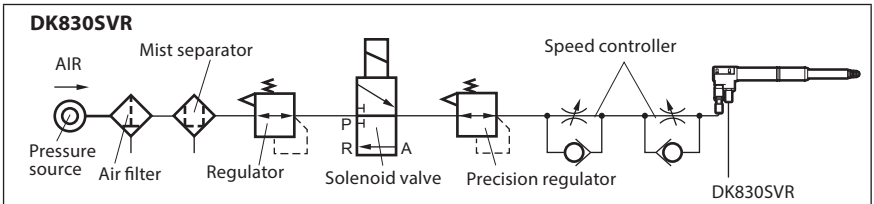

Fig.1 Air-pass system
- In operating the feeler through the air feed port, use such an air-pass system as shown in Fig.1 to enable air driving. The suitable air pressure is approximately 0.1 ±0.01 Mpa, but adjustment of the pressure control is needed according to the hardness of the object to be measured, location in the measuring unit stroke when the measurement is taken, and other factors. Use a precision regulator (such as IR2010 by SMC or equivalent) to control the air pressure.
- If the spindle ejection speed is too fast, an error may appear on the display the moment that the workpiece is touched. Excessive impact may dislodge the retainer inside the bearing, causing the measuring range to be reduced. In this case, use a speed controller as shown in Fig.1 to adjust the spindle speed.